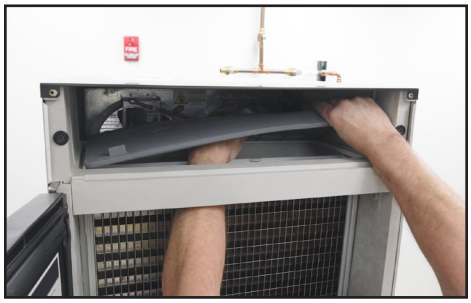

Fig. 7. Remove the evaporator cover.
2. Push the evaporator cover up. See fig. 7.